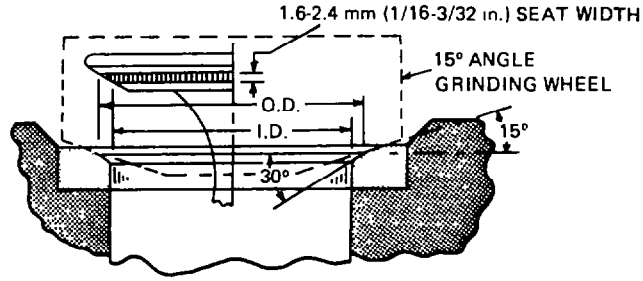

Fig. 37 — Grinding Inserts
e. Grind the new valve seat inserts to specifications shown in fig. 37.